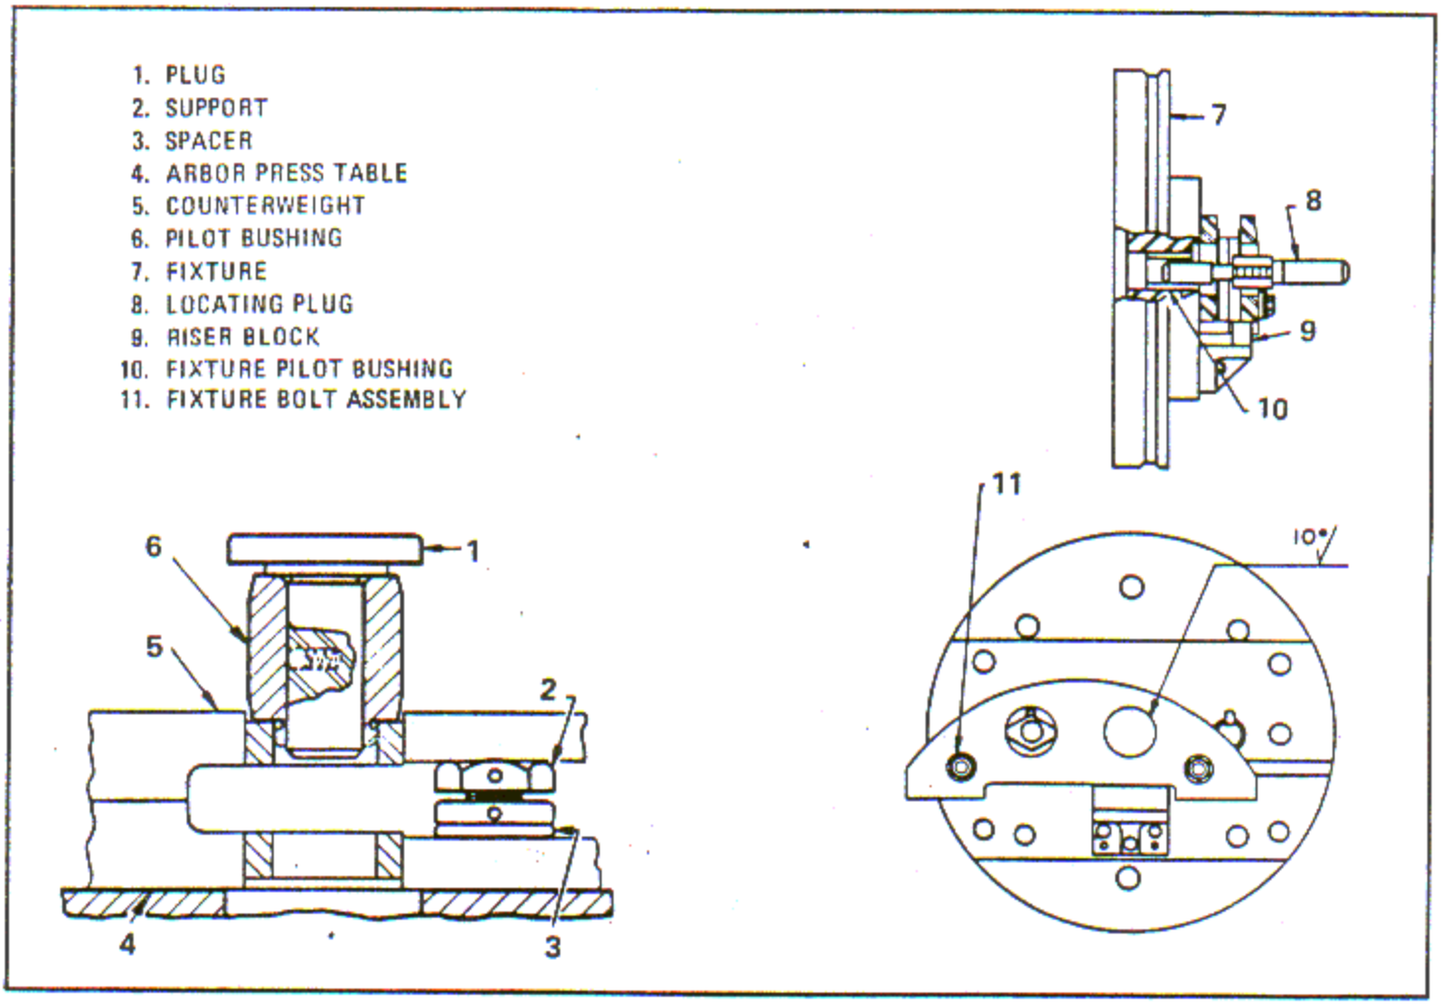

Figure 6-100. Removing Front and Rear Counterweight Bushings and Grinding Holes
a. Install support (2, figure 6-100) and spacer (3) in counterweight slot with the nut clearing the bushing holes as shown.
c. Press out the bushings as shown using plug (1) and pilot bushing (6).
a. Mount the fixture (7, figure 6-100) lightly on a suitable lathe or grinder faceplate. Indicate the base groove of fixture to run true within 0.0005 inch full indicator reading. Clamp the fixture securely and attach proper riser (9) as shown.
b. Disassemble both attaching bolts, nuts and lock cups from the counterweight assembly and replace with two sets of both assemblies (11), with the head of the bolt plugs to be on the exposed side of the counterweight for clamping purposes. Ensure the counter halves are mated and that the parting surfaces are flat. Remove any nicks and burrs from the flat side of the counterweight assembly. Mount the assembly with the flat side towards the fixture.
c. Insert the proper locating plug (8) into the fixture pilot bushing (6) until the locating diameter selected locates the outer half of the counterweight assembly. Ensure the counterweight stop edge is firmly against the riser block (9) and then securely tighten the counterweight assembly. Remove the locating plug. Counterbalance the fixture as required.